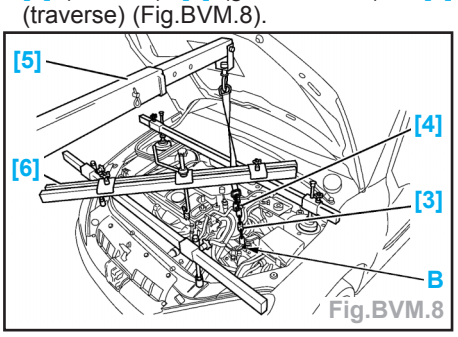

Fig.BVM.8
- Mettre en place les outils [3] (manilles), [4] (chaînes), [5] (grue d'atelier) et [6] (traverse) (Fig.BVM.8).